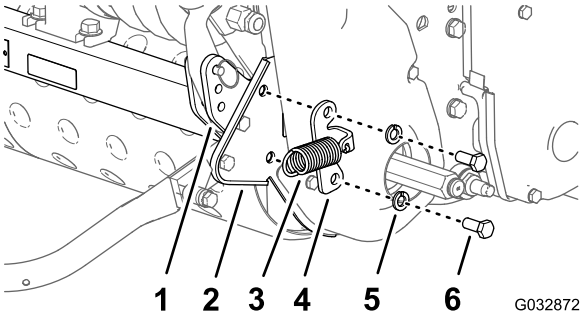

Figure 4
6. Retirez les 2 boulons (3/8 x 7/8 po) et les 2 rondelles frein (3/8 po) qui fixent le support d'accrochage du ressort et la plaque latérale droite à la plaquette extérieure du cadre arrière de la machine (Figure 4).